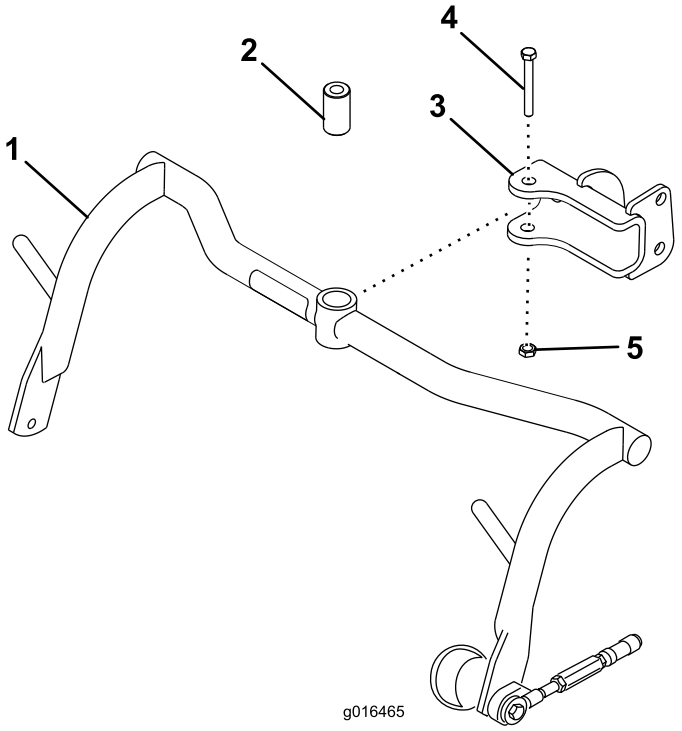

Figur 8
1. Fest en bæreramme på hver splittpinne med et avstandsstykke, 1/2 x 3–1/4 tommers bolt og 1/2 tommes låsemutter (Figur 8). Stram til med et moment på 91–113 Nm.